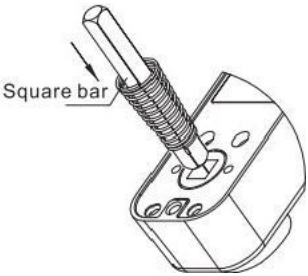

FIG7D
3)Insert one end of the square shaft with a locking spring into the circular hole of the front panel lock (as Fig 7D)